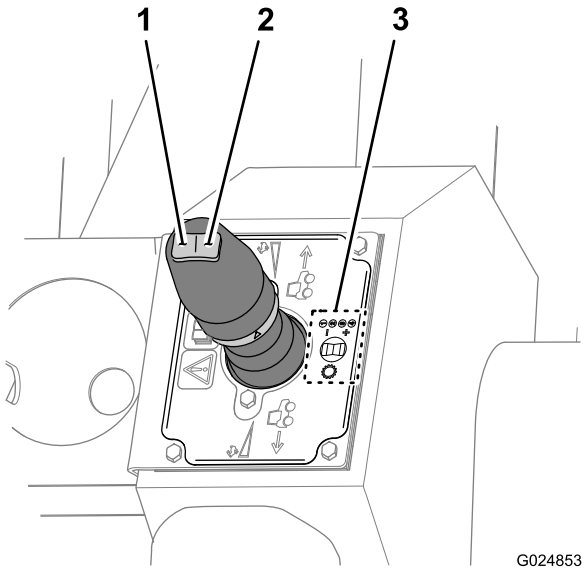

Figura 48
- Para selecionar uma marcha mais alta, pressione o botão de marcha para cima (direito) na chave (Figura 48).
- Para selecionar uma marcha mais baixa, pressione o botão de marcha para baixo (esquerdo) na chave (Figura 48).